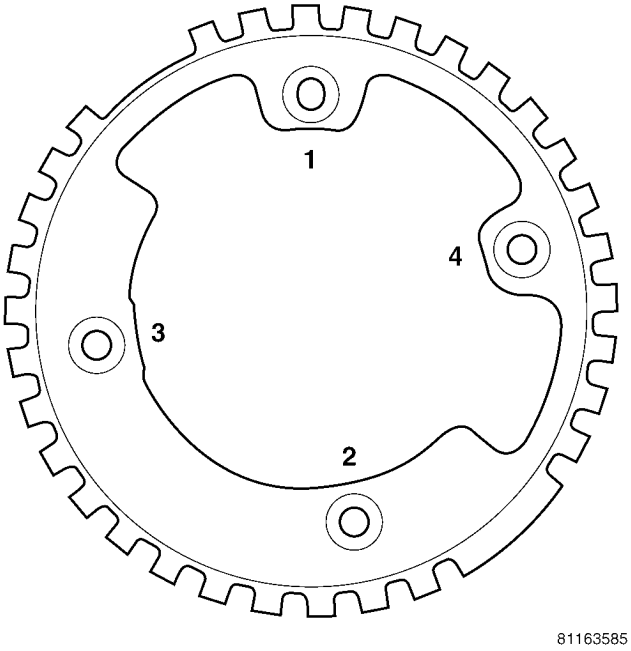

Fig. 49 Target Ring Torque Sequence
(4) Install **NEW** mounting screws finger tight starting with the #1 location. (Fig. 49) Make sure engagment occurs with the shoulder of the screw and mounting hole before starting all other screws.
(5) Torque all mounting screws with T30 torx bit to 13 Nm (110 in-lbs) following the torque sequence.